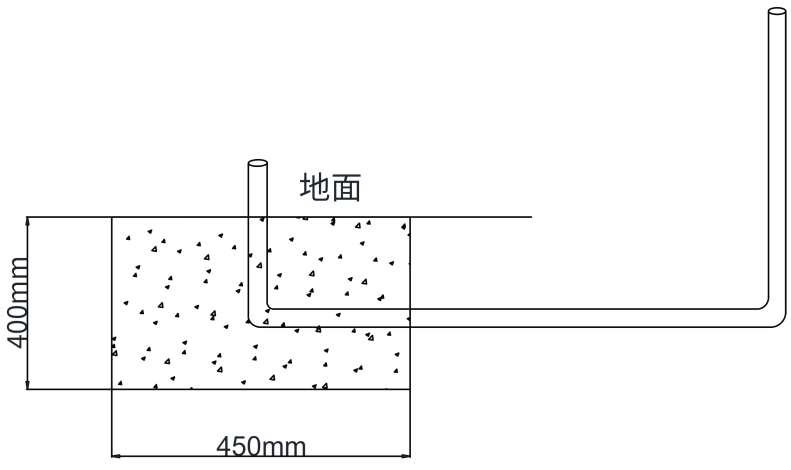

图 2
1、设备安装前先在地面开挖一个深 400mm、长为 450mm、宽 400mm 的土坑，且做好线管预埋（线管可用Ø25 的 PVC 或 SC 材质），如图 2。